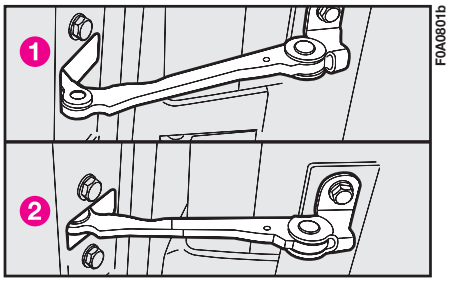

fig. 117b
Take care not to move the rod from its housing; if it is moved by accident ❶ **fig. 117b**, restore it to the correct position ❷ **fig. 117b**.